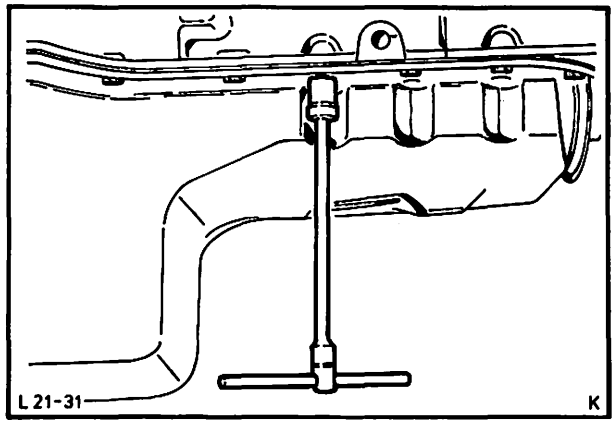

Abb. 40 Ölwanne abschrauben
16. Ölwanne nach unten abbauen, damit kein Ölschlamm und keine Abriebteile in den Motor gelangen, Abb. 40.